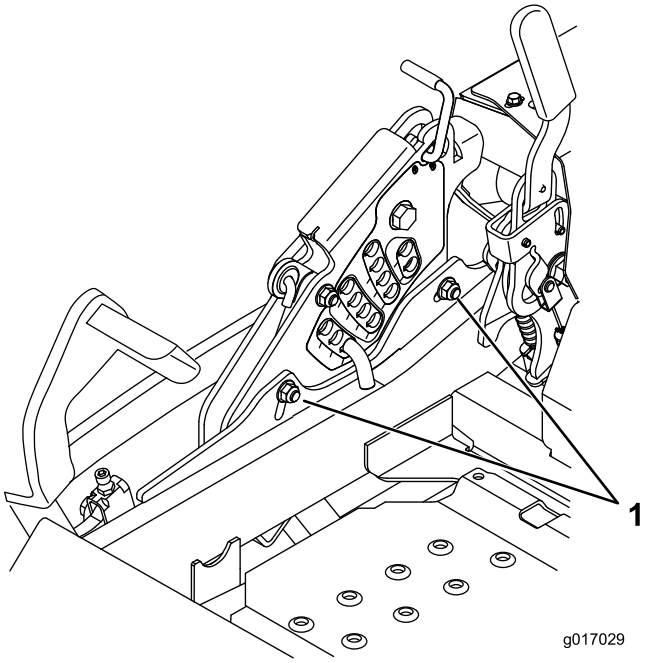

Figur 87
12. Løsn de 2 bolte nederst på klippehøjdepladen for at justere enkeltpunktssystemet. Se Figur 87.
14. Stram de 2 bolte nederst på klippehøjdepladen (Figur 87). Tilspænd til et moment på 37 til 45 Nm.